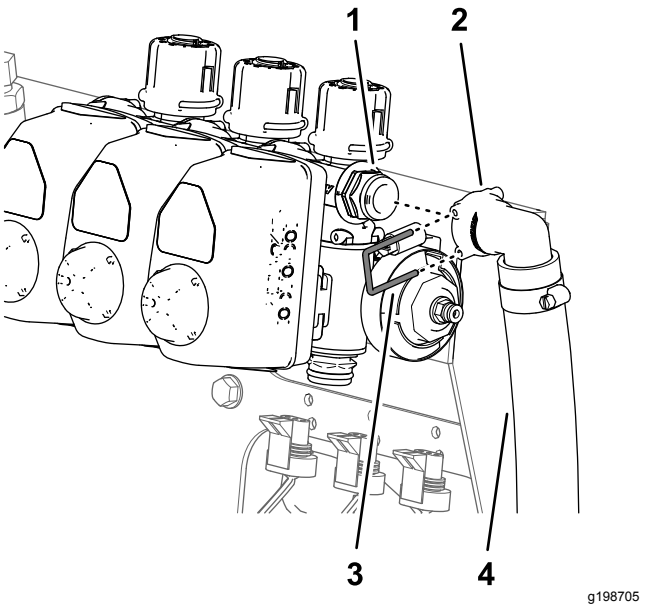

Figur 59
- **For maskiner uten valgfritt håndholdt stav-sett eller elektrisk slangetrommelsett:** Fjerne den lille holderen som fester hurtigfrakoblingsnippelen på omløpsslangen til hurtigfrakoblingen på høyre seksjonomløpsventil (Figur 59).